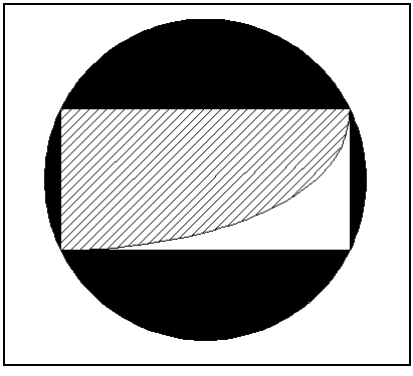

Рис. 3.96. Результат выполнения упражнений к главе 3
- Нарисуйте круг, описанный вокруг прямоугольника, и постройте красные заливки для частей круга, выступающих за пределы прямоугольника (рис. 3.96).